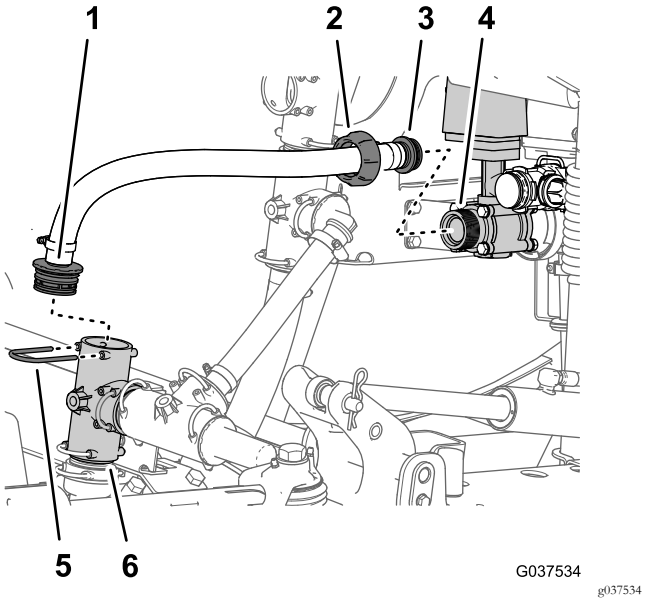

Figura 37
4. Afloje totalmente la tuerca de mariposa de la manguera de alimentación del fumigador del acoplamiento roscado de la válvula maestra de control (Figura 37).
5. Retire la horquilla de retención que sujeta el acoplamiento dentado recto de la manguera de alimentación del fumigador al acoplamiento en T en la bomba de fumigación (Figura 37).
6. Retire la manguera de alimentación del fumigador de la máquina (Figura 37).